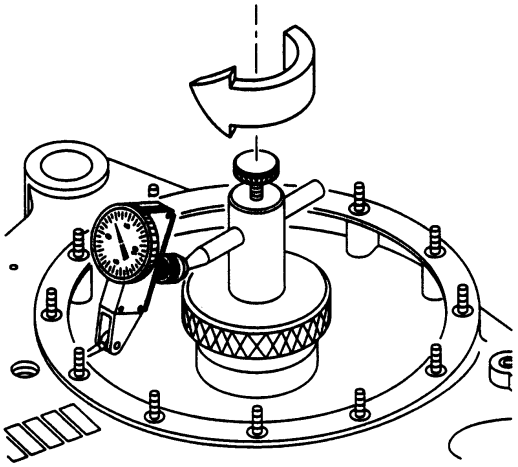

Figure 25. 23034201 Accessory Drive Pads Concentricity and Squareness Checking Fixture
a. Check the starter, alternator, and hydraulic pump drive shafts for concentricity and squareness to their respective pads using 23034201 checking fixture (figure 25). The following maximum limits apply. (QA)